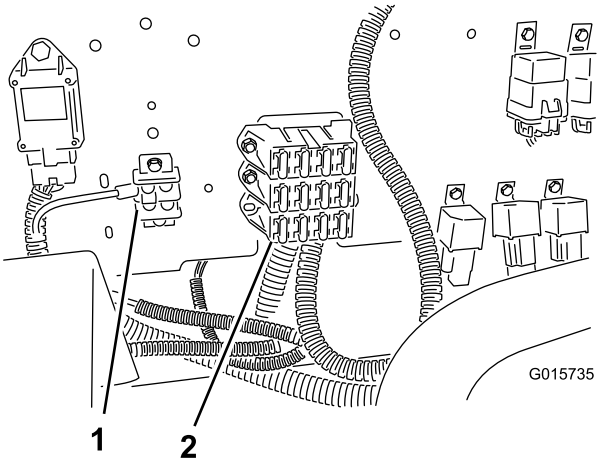

Figuur 17
bevestigen aan de onderkant van het zekeringenblok erboven (Figuur 17).
4. Bevestig de aardklem van de kabelboom aan het aardklemblok (Figuur 17).